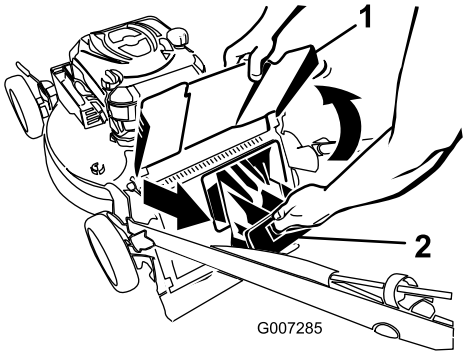

Figur 23
2. Hæv, og hold udkastdeflektoren oppe (Figur 23).
3. Træk bagudblæsningsdækslet af (Figur 23).